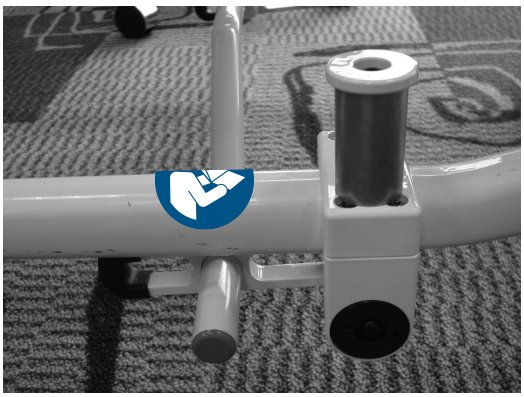

Figure 40
2. L'opérateur 2 fait rouler la civière légèrement vers l'avant pour s'assurer que la béquille se replie toute seule, comme indiqué en Figure 40.